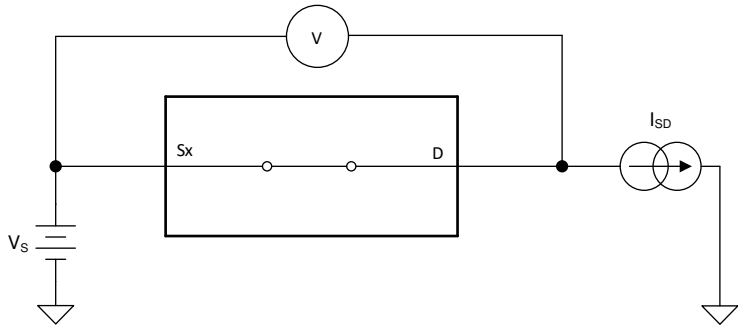

図 6-1. オン抵抗測定時の構成
デバイスのオン抵抗は、デバイスのソース ピン (Sx) とドレイン ピン (D) の間の抵抗値 (Ω) です。オン抵抗は、入力電圧と電源電圧によって変化します。オン抵抗は、記号 R_{ON} を使用して示されます。R_{ON} の測定時に使用する構成を次の図に示します。図 6-1 に、この構成で測定された電圧 (V) と電流 (I_{SD}) を使用して、式 $R_{ON} = V / I_{SD}$ により R_{ON} を算出する方法を示します。